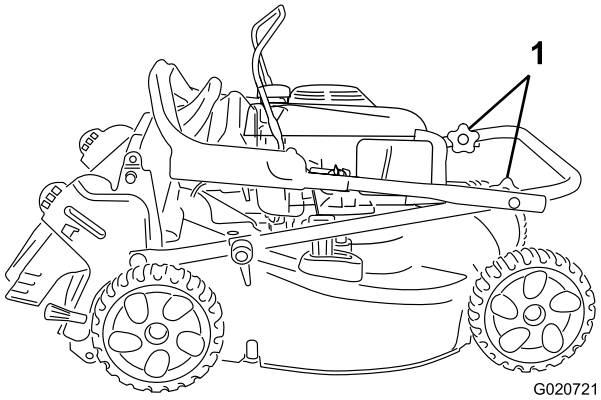

Bild 3
1. Lösen Sie die Bügelhandräder (Bild 3).